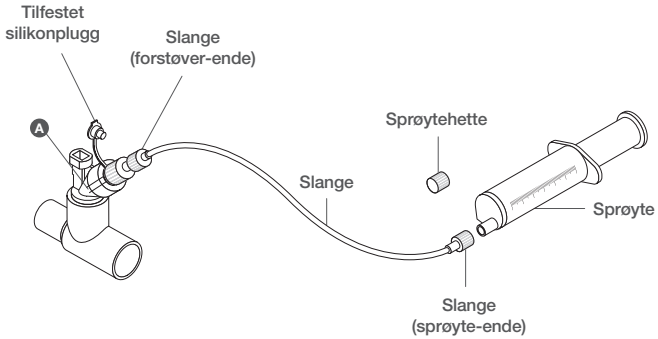

Figur 5. Slangesett til kontinuerlig forstøving
7. Sett den medikamentfylte sprøyten inn i infusjonspumpen (pumpen er ikke vist i figur 5).